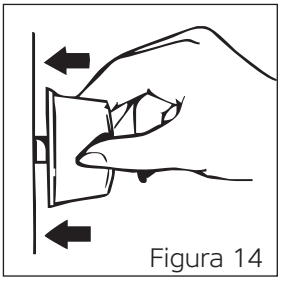
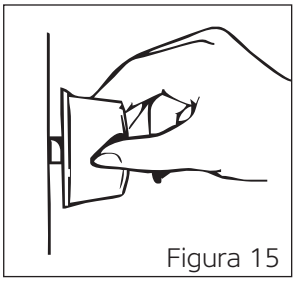
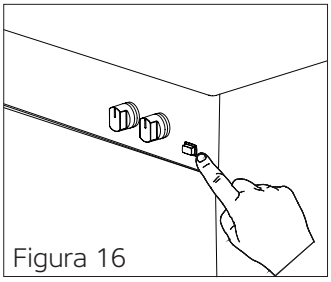

Figura 14
Figura 15
Figura 16
**3.** Per utilizzare il fornello di vostra preferenza, premete prima la manopola in direzione della freccia e attendete 5 secondi per la fuoriuscita dell'aria dai tubi (Vedi figura 14).
**Nei Modelli Con Accensione Manuale;** puoi accendere il bruciatore di tua preferenza con un accenditore (fiammifero, accendino) ruotando la manopola (Vedi figura 15).
*** Nei Modelli Con Accensione Tramite Manopola (Automatica);** puoi accendere il bruciatore di tua preferenza premendo la manopola nella direzione della freccia (Vedi figura 14) e ruotando la manopola (Vedi figura 15).
*** Nei Modelli Con Accensione Tramite Pulsante;** premi prima il pulsante sul pannello di controllo (Vedere figura 16). Quindi, premendo la manopola del bruciatore preferito nella direzione della freccia, è possibile accendere il bruciatore (Vedi figura 14).